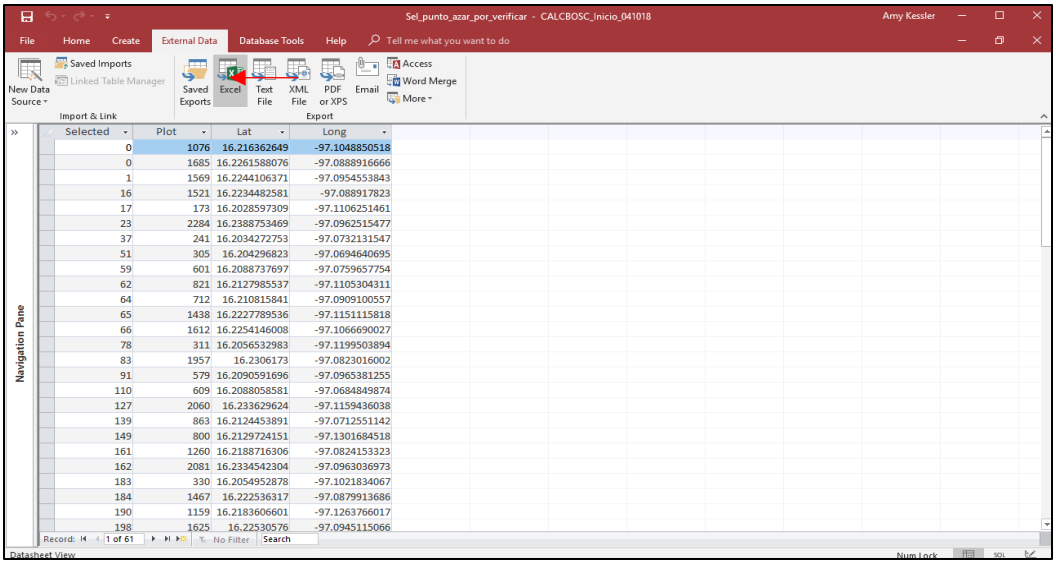

Figure 72. Exporting Plot Order Table
1.2 After producing the table, Export the table into an Excel document to save and send to the Reserve upon completing sequential sampling (Figure 72).